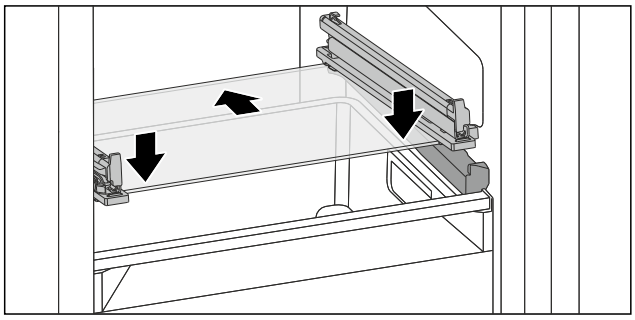

Fig. 141 Tilting drawer glass shelf
▶ Position glass shelf at an angle behind the stoppers. (see Fig. 141)